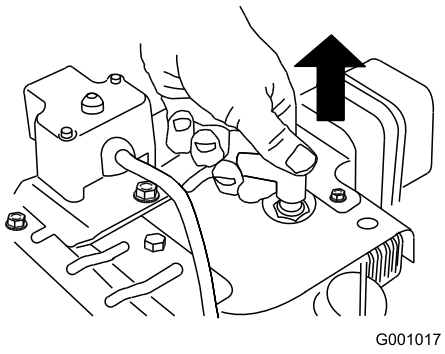

Figur 39
3. Koppla bort tändkabeln (Figur 39).